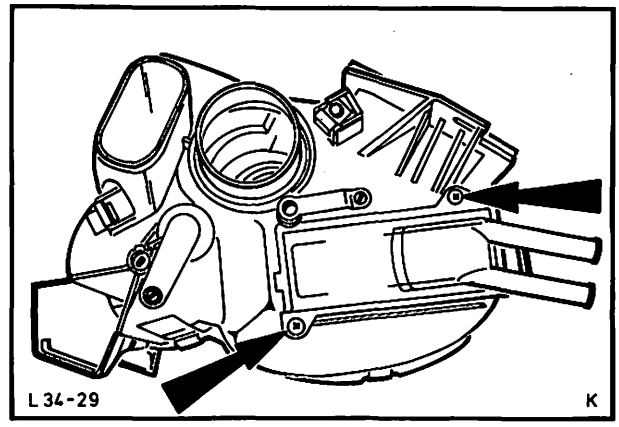

Abb. 33 Wärmetauscher ausbauen
1. Wärmetauscher ausbauen (2 Schrauben), Abb. 33.